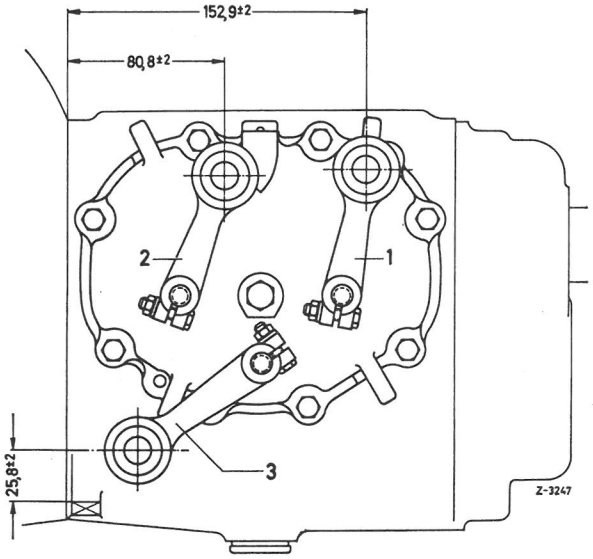

Fig. 26-1o/1
1 Det kontrolleres, om de på fig. 26-1o/1 angivne mål for de tre skiftearme (1), (2) og (3) stemmer, hvis ikke stilles de rigtigt.